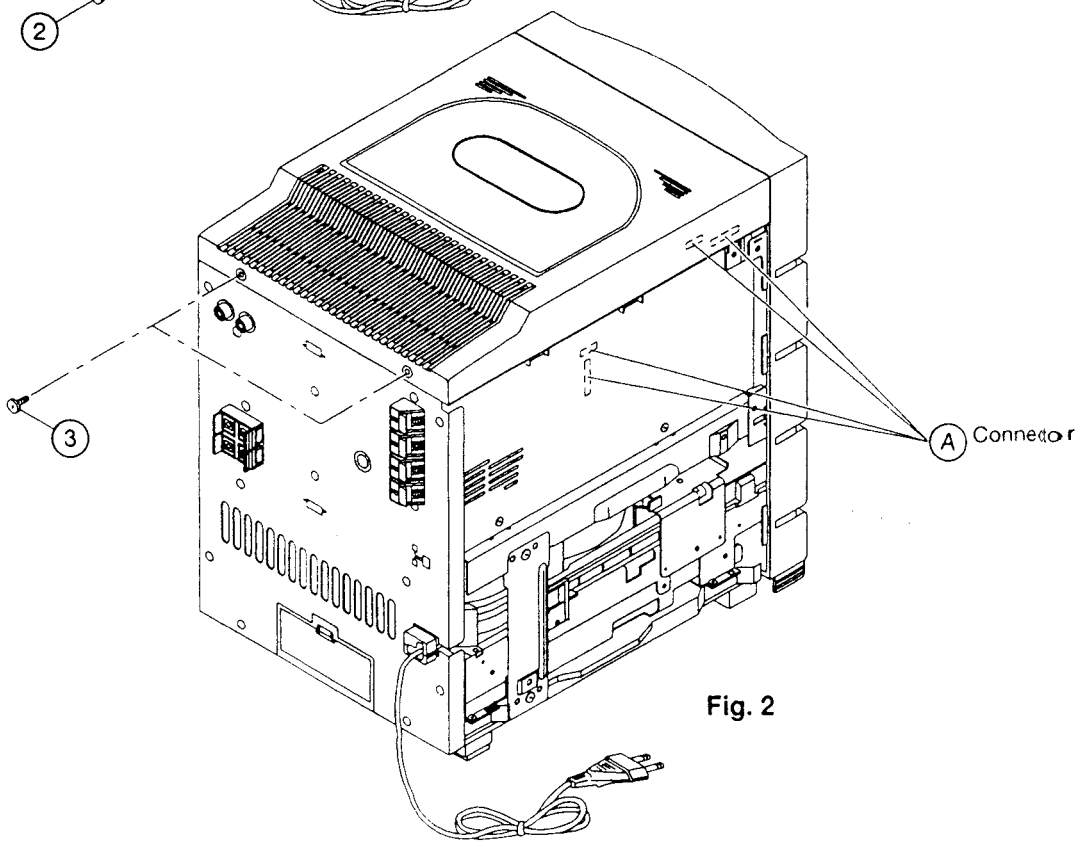
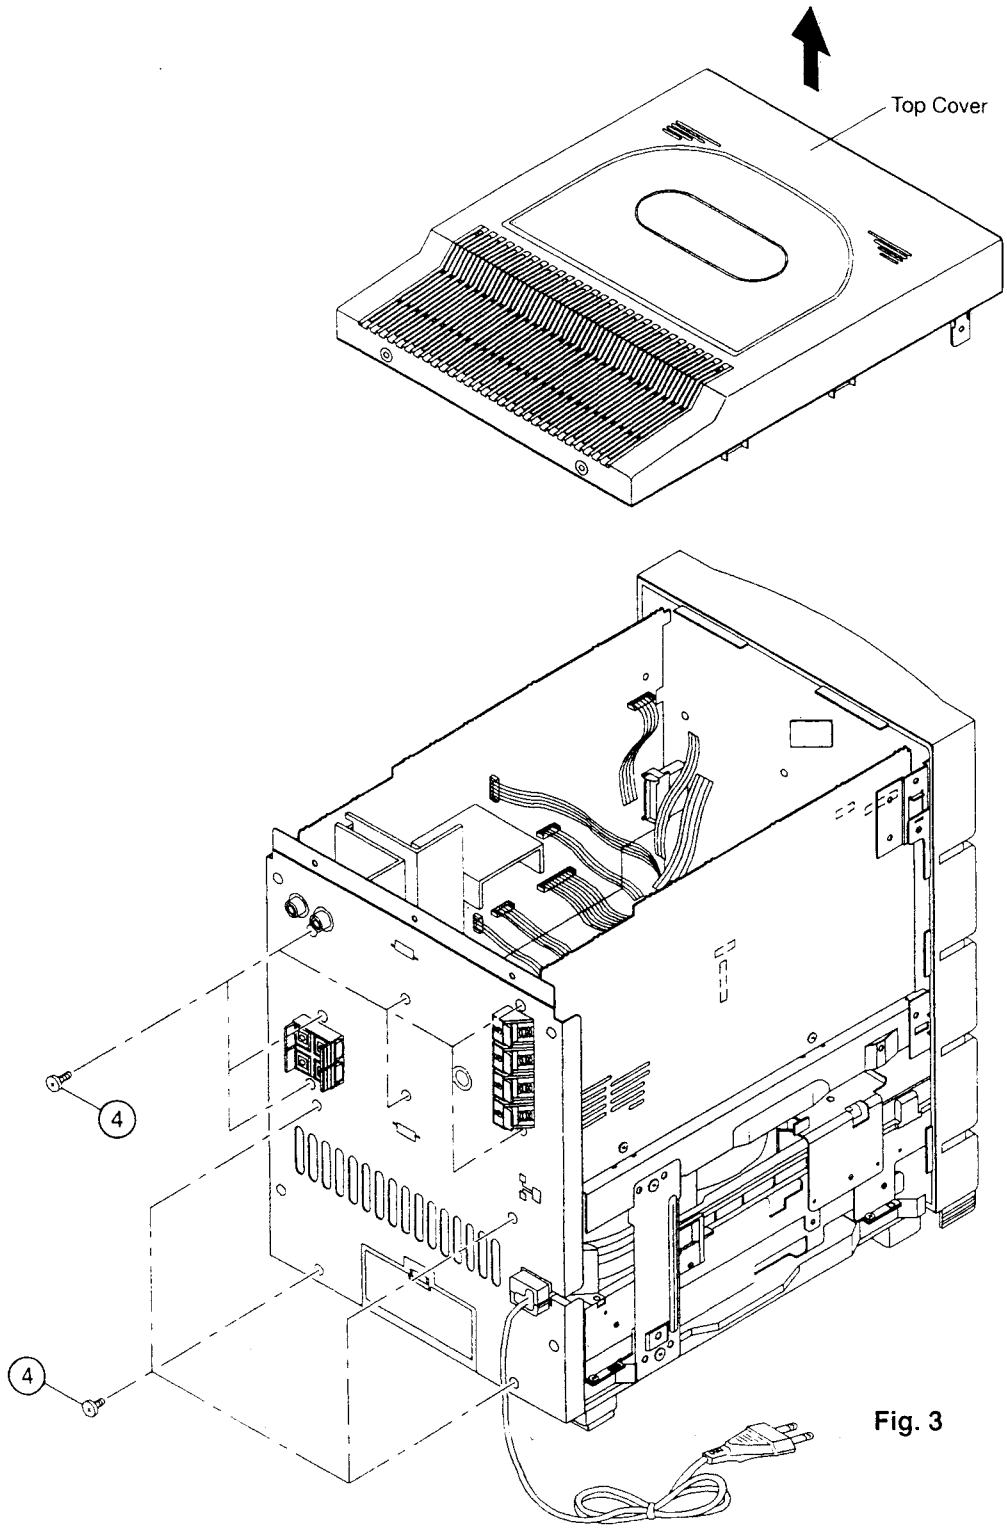

Fig. 2
Fig. 3
2. **Removal of Top Cover. (Fig 2 & Fig 3)**
(1) Remove 2 screws ③ from the rear plate.
(2) Disconnect 4 connectors Ⓐ from the TD P.W.B.
3. **Removal of Rear Plate. (Fig 3)**